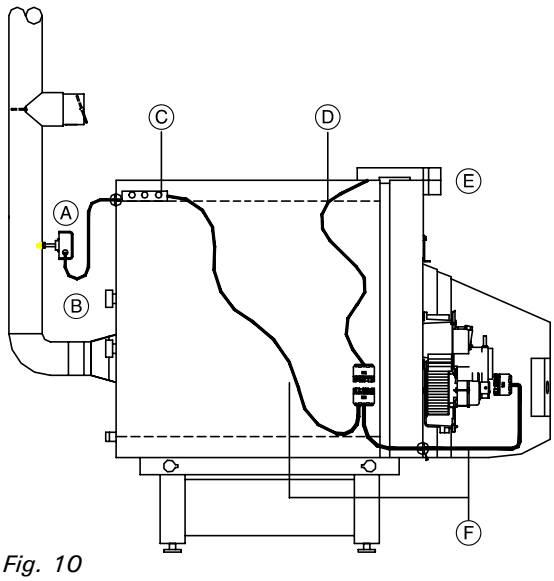

Fig. 10
1. Run the 41 plug-in connector cable of the Vitotronic control down behind the front panel of the boiler and connect to the 41 plug-in adaptor of the burner cable and blocked vent safety switch (see *Fig. 10*).